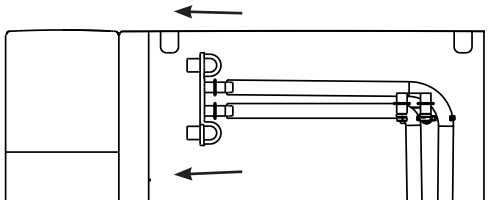

Figura 4
4. Cuando la luz indicadora de "Limpieza" se apaga, drene el ópalo. Desenganche la parte superior de las mangueras de drenaje en la parte posterior de la unidad. Ver Figura 4.